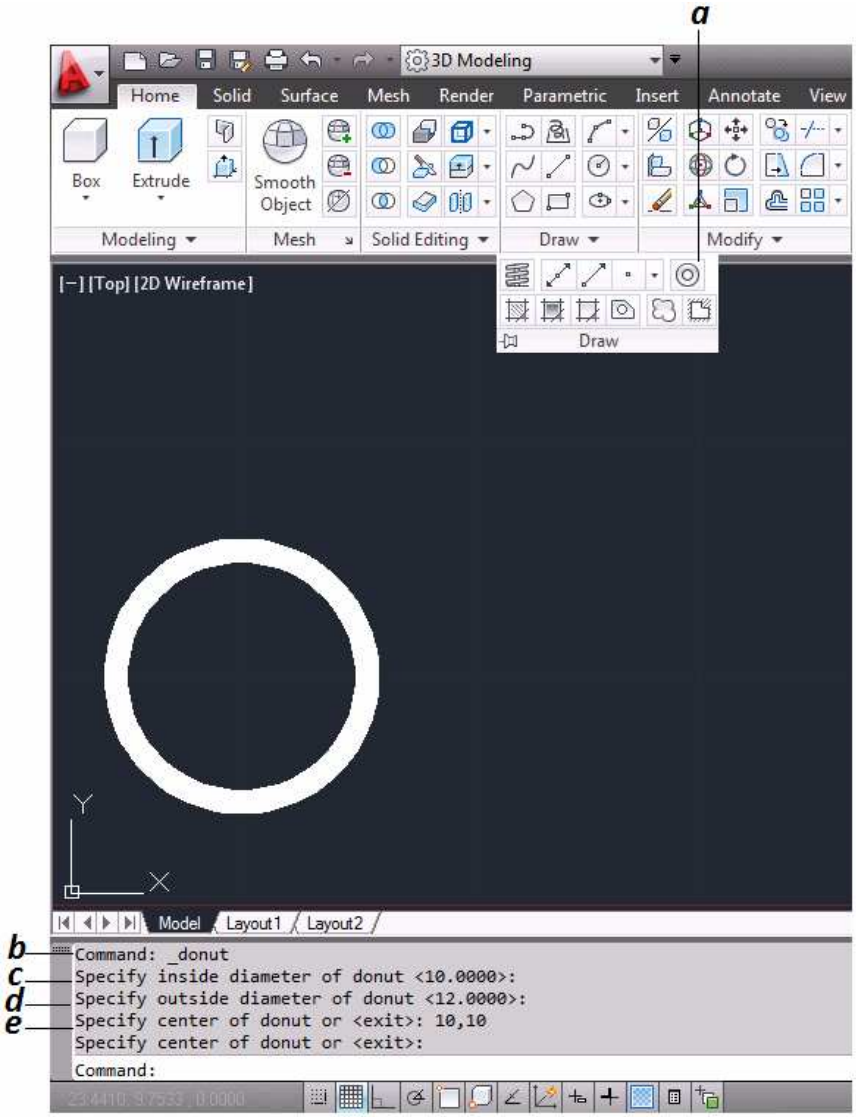

Figura 3.22 Creación de Entidades "Arandela"
A continuación crearemos una Arandela *(figura 3.22):*
a. Se introduce el shortcut *AR [DON]* y se da enter *(figura 3.22)*.
b. Ahora se pide definir el diámetro interior, el cual será de 10 y se da enter *(figura 3.22)*.
c. Se define el diámetro exterior el cual será 12 y se da enter *(figura 3.22)*.
d. Finalmente el centro será 10,10 y se da enter *(figura 3.22)*.
e. Nuevamente se da enter para terminar de utilizar este comando *(figura 3.22)*.